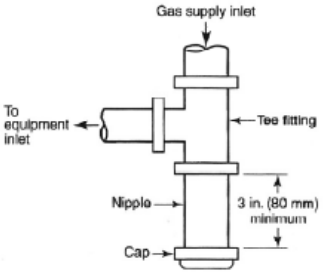

Figure 2. Sediment trap diagram 2010 CPC Figure 12-1
26. Water heaters connected to a piping system shall have an accessible, approved manual shutoff valve with a non-displaceable valve member, or a listed gas convenience outlet installed within six (6) feet (1.8 m) of the appliance it serves. Where a connector is used, the valve shall be installed upstream of the connector. 2010 CPC 1215 ❑ ❑
27. **1212.7 Sediment Trap.** Where a sediment trap is not incorporated as a part of the gas utilization appliance, a sediment trap shall be installed downstream of the appliance shutoff valve as close to the inlet of the appliance as practical at the time of appliance installation. The sediment trap shall be either a tee fitting with a capped nipple in the bottom outlet, as illustrated in **Figure 2**, or other device recognized as an effective sediment trap. (2010 CPC 1212.7) ❑ ❑